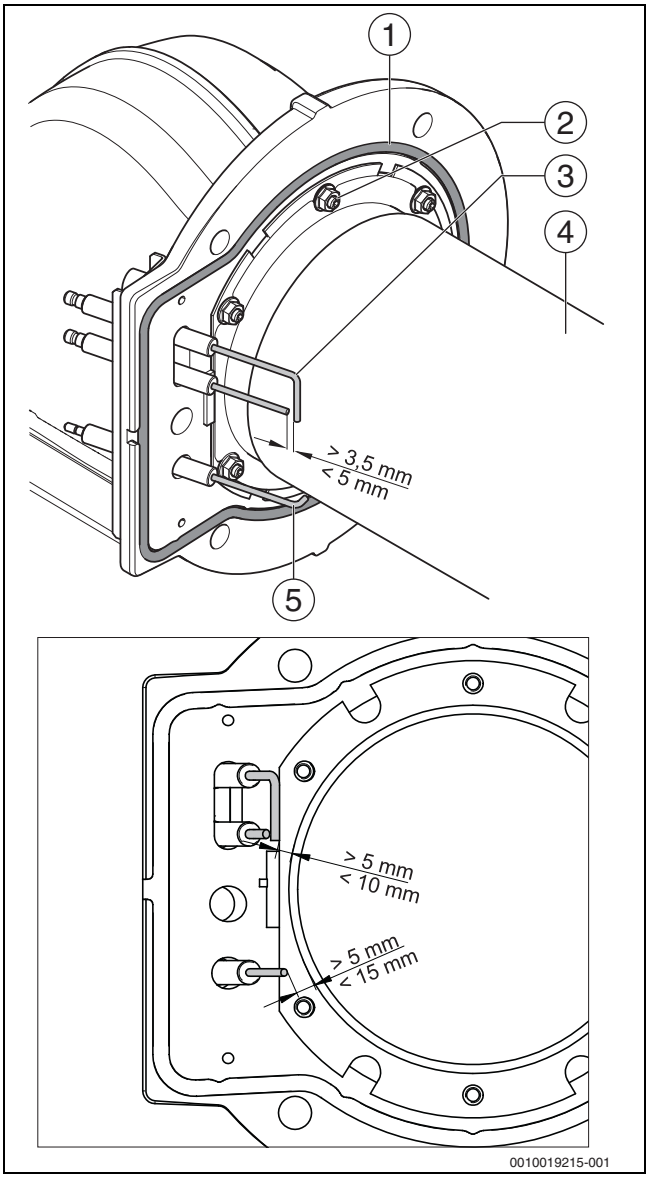

Bild 43 Elektrodenposition (Maße in mm)
▶ Abstände der Elektroden messen und mit den Vorgaben in Bild 43 vergleichen.